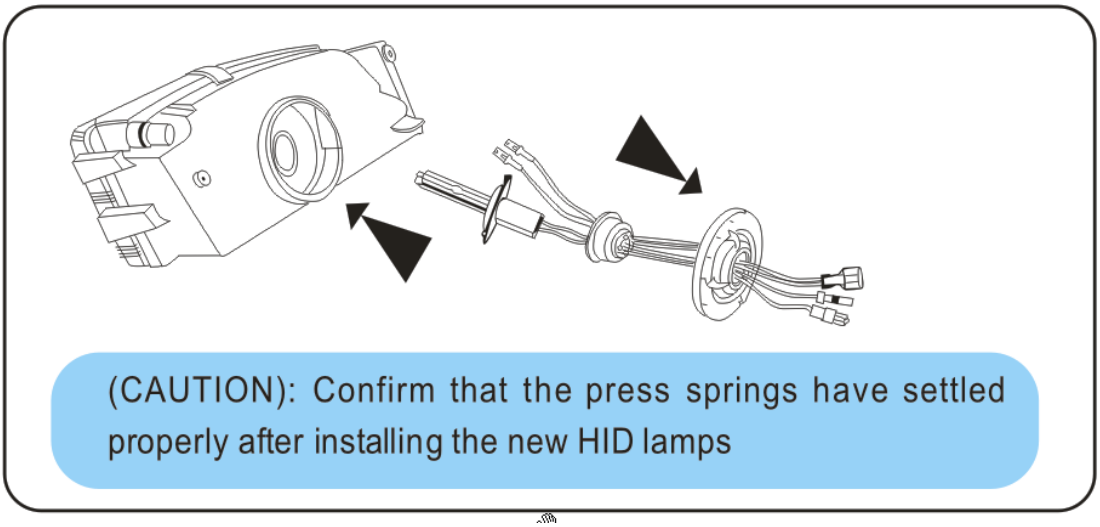

Figura 6
V) Inserire le lampade xenon sia nel faro sinistro che nel faro destro. Vedi Figura 6